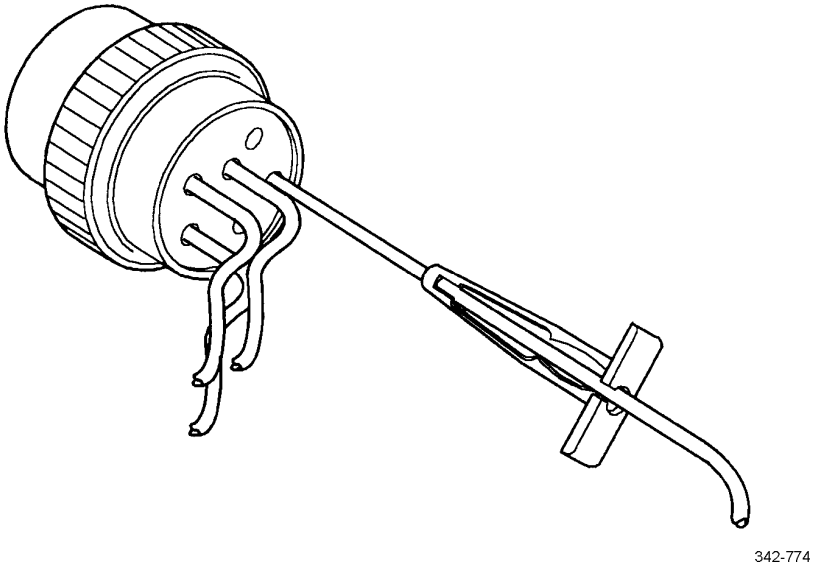

Figure 17. Removal Tool Position.
(1) With rear insert toward you, snap appropriate size removal tool over cable of contact to be removed (Figure 17).